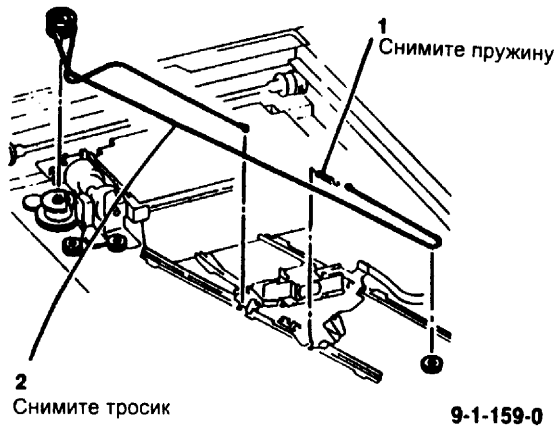

Рис. 3 Снятие тросика объектива
4. (Рис. 3) Снимите тросик объектива